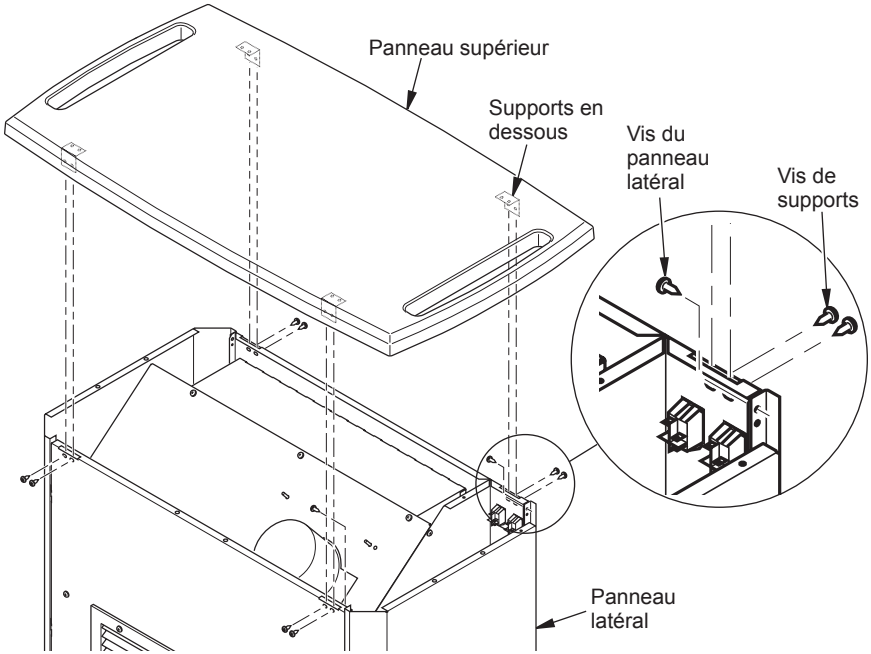

Figure 10 - Retrait des panneaux supérieur et latéraux
1. Enlevez les 8 vis qui retiennent les supports du panneau supérieur aux panneaux latéraux. Enlevez le panneau supérieur et mettez-le de côté (voir figure 10).
2. Enlevez les 2 vis qui retiennent le panneau latéral au rebord du panneau supérieur. Enlevez les 3 vis du rebord inférieur extérieur (voir figure 10). Poussez vers le bas et soulevez le panneau latéral.